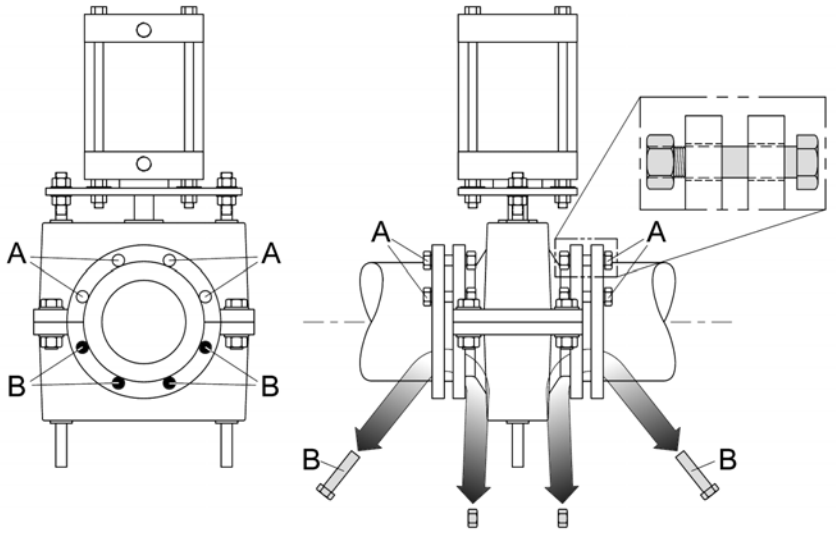

Figure 20: Remove flange bolts (B) and loosen flange bolts (A).
STEP 2: Remove flange bolts (B) supporting the lower valve body (Fig. 19). Loosen, but do not remove, the flange bolts (A) supporting the upper valve body (Fig. 20).